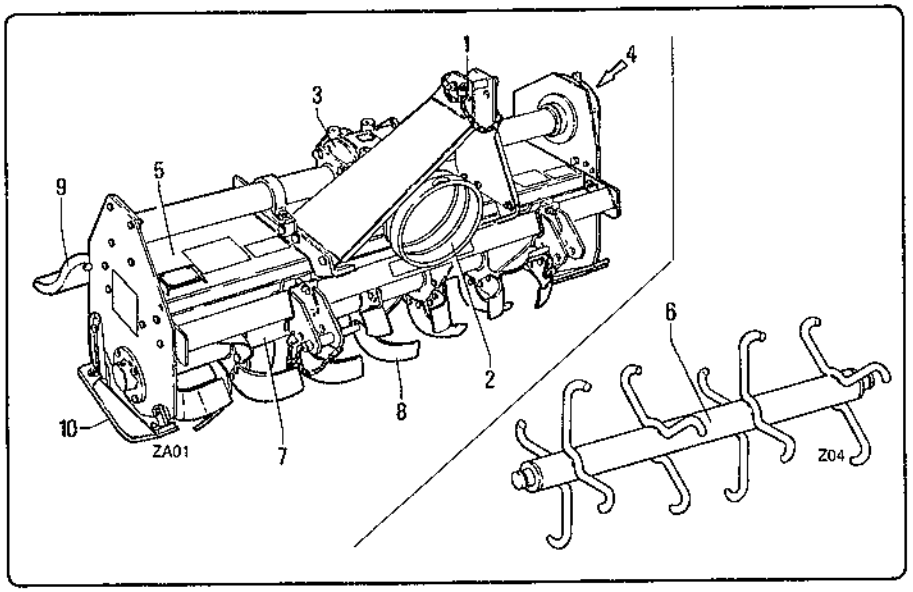

fig. 1.3.1
1.3 - Parties principales (fig. 1.3.1)
1.3 Hauptteile (Abb. 1.3.1)
Legenda parti principali fig. 1.3.1